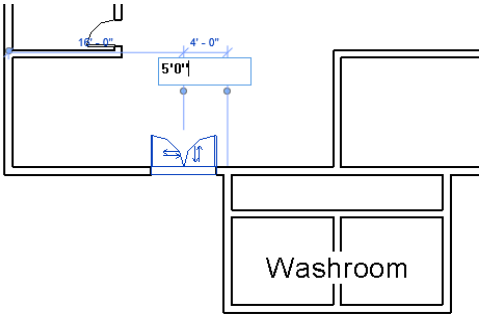

Figure 3-81 *Using the dimension to place the door at the exact location*
12. Move the cursor near the exterior wall side near to the washroom, as shown in Figure 3-81, and click to add the entrance door close to this location.
13. Choose the **Modify** button and select the door and then click on the right side dimension to set it to **5'0"** for Imperial or **1500 mm** for Metric, as specified in Figure 3-81.